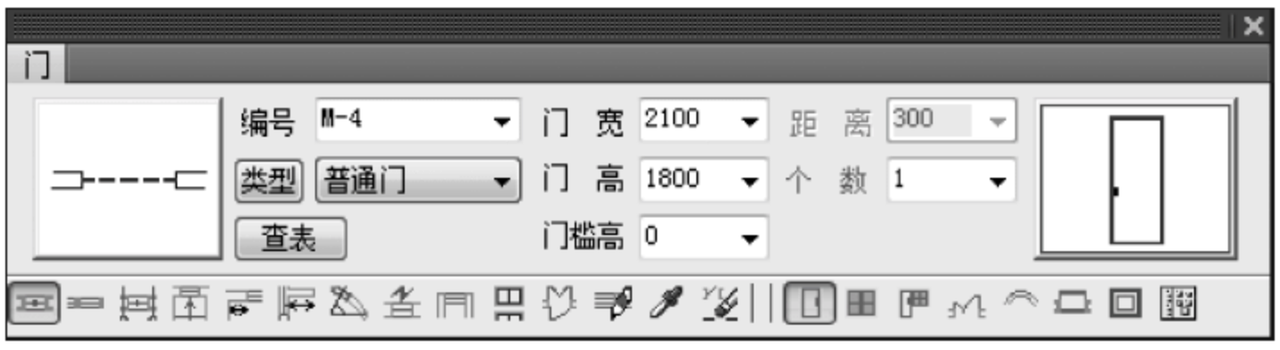

图 18-33　确定 M-4 数据
(9) 单击菜单中的“门窗”→“门窗”命令，在“门”对话框中输入相应的 M-4 数据，如图 18-33 所示。